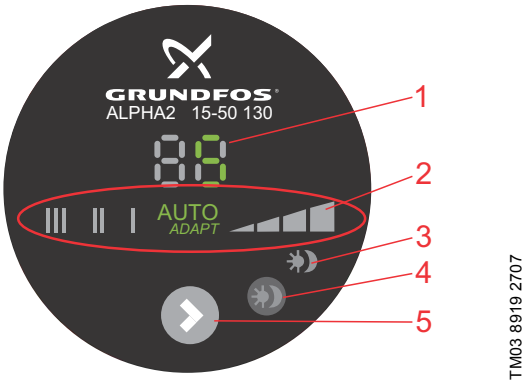

Fig. 8 GRUNDFOS ALPHA2 control panel
The display (fig. 8, pos. 1) is on when the power supply has been switched on.
The pump has eight optional settings which can be selected with the push-button. See fig. 8, pos. 5.
Light in (fig. 8, pos. 3) shows that Automatic Night SetBack is active. See section *7.5 Push-button for activation of Automatic Night SetBack*.
The push-button (fig. 8, pos. 4) activates/deactivates Automatic Night SetBack.
The light field (fig. 8, pos. 3) is on when Automatic Night SetBack is active.
Every time the push-button (fig. 8, pos. 5) is pressed, the pump setting is changed.